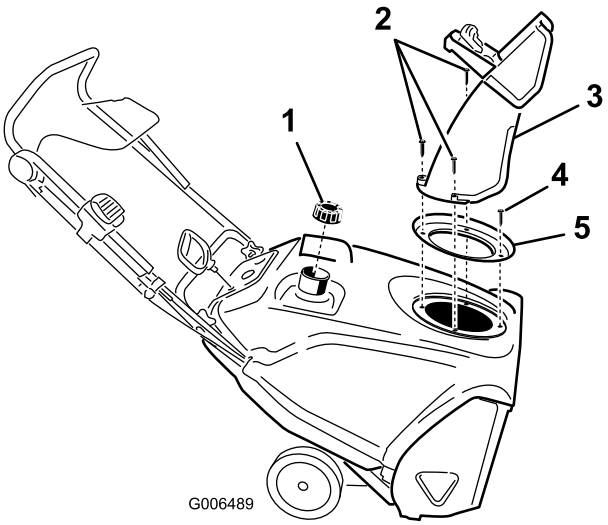

Figur 33
3. Fjern udblæsningsslisken, udblæsningssliskens håndtag og sliskeforseglingen ved at fjerne 3 store skruer og en lille skrue (Figur 33).